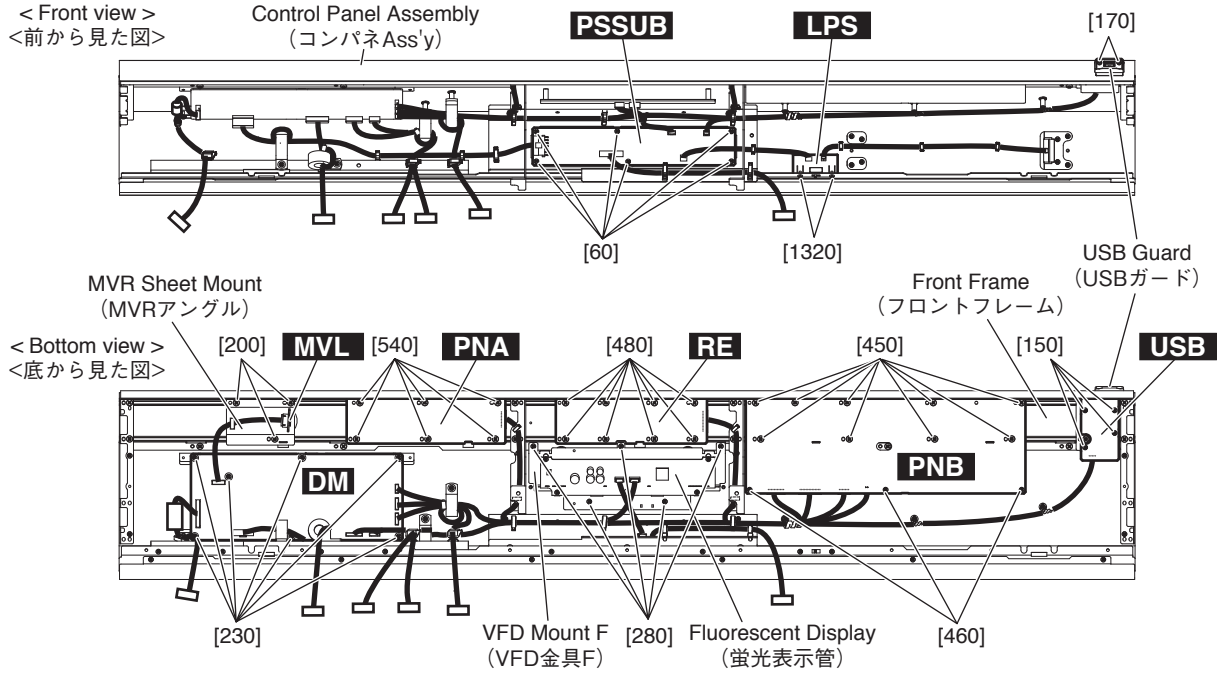
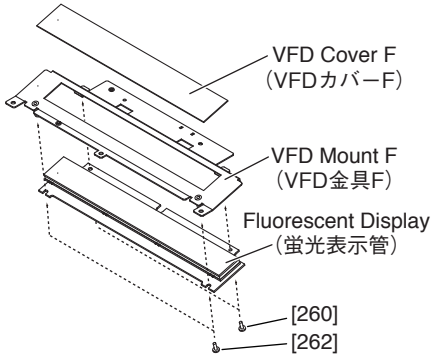

Fig.4（図 4）
Fig.8（図 8）
3-3 Remove the following screws after removing the control panel assembly. Each circuit board and assembly can then be removed. (Fig.4)(Table 1)
3-3 コンパネ Ass'y を外すと、以下のシート基板を外せます。(図 4)（表 1）
4-3 Remove the three (3) screws marked [200]. The MVR sheet mount with the MVL circuit board can then be removed. (Fig.4)
4-3 [200] のネジ 3 本を外し、MVR アングル（MVL シート付）を外します。(図 4)
7-3 Remove the five (5) screws marked [280]. The VFD mount F with the fluorescent display and the VFD cover F can then be removed. (Fig.4,Fig.8)
7-4 Remove the two (2) screws marked [260] and the two (2) screws marked [262]. The fluorescent display can then be removed. (Fig.8)
7-3 [280] のネジ 5 本を外し、VFD 金具 F（蛍光表示管、VFD カバー F 付）を外します。(図 4, 図 8)
7-4 [260] のネジ 2 本と [262] のネジ 2 本を外し、蛍光表示管を外します。(図 8)